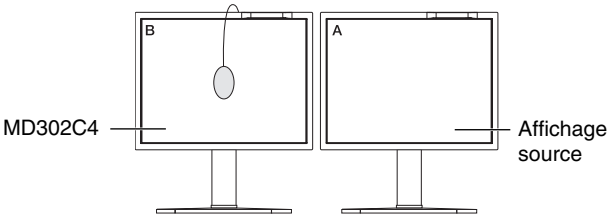

Figure C.2
7. Pour confirmer les points blancs de l'écran B, retirez le capteur de couleur USB de l'écran A source et placez-le au centre de l'écran B (**Figure C.2**). Pour ignorer la confirmation de points blancs, sur l'écran B appuyez sur SELECT pour passer à l'étape 9 et effectuer la MISE AU POINT FINE.